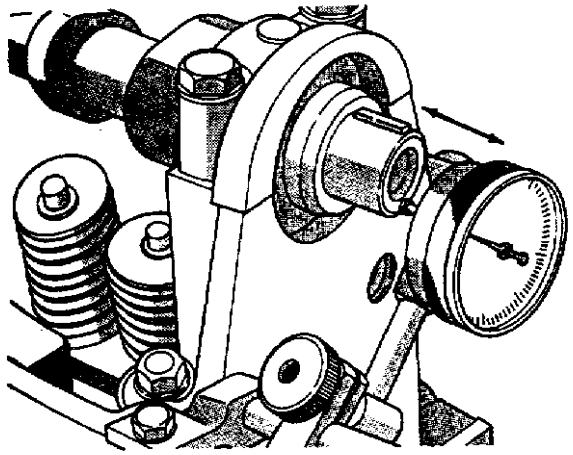

图3-30　凸轮轴端部跳动
①往凸轮轴油槽上加注机油，安装凸轮轴(不带附件)，拧紧螺栓到规定的扭矩。
②使用一个合适的工具，将凸轮轴尽可能向后移。
③使刻度盘指针对零(图3-30)。